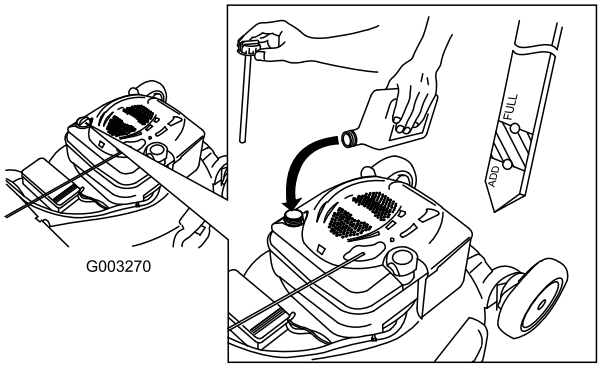

Figuur 39
4. Giet **langzaam** olie in de vulbuis totdat het peil de Vol-markering op de peilstok bereikt (Figuur 39). **Niet te vol vullen.** (Maximale vulhoeveelheid: 0,59 l, type: SAE 30 reinigingsolie, met onderhoudsclassificatie SF, SG, SH, SJ, SL van het American Petroleum Institute [API] of hoger).